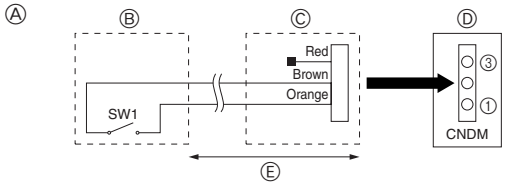

Fig. 8-1
8.1. Düşük sesli mod (yerinde değişiklik) (Fig. 8-1)